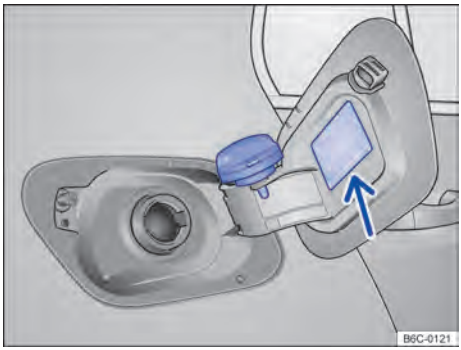

Fig. 158 Portezuela del depósito de combustible abierta con el tapón de cierre del depósito de combustible colgado.
– Retirar la tapa del depósito girándola en sentido antihorario y encajarla en el soporte de la portezuela del depósito → fig. 158.